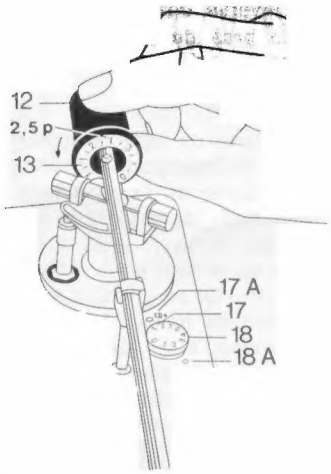

Fig. 6
1.5.4 Einstellen der Auflagekraft (Fig. 6)
Verdrehen Sie nun Ausgleichsgewicht (Fig. 6—12) einschließlich Skala entgegen dem Uhrzeigersinn so, daß der gewünschte Wert der Auflagekraft oben steht. Für das normalerweise mitgelieferte Abtastsystem ELAC STS 155 wird eine Auflagekraft von 2,5 Pond empfohlen.
1.5.5 Antiskating-Abgleich (Fig. 6)
Dieser Effekt wird mit dem Antiskating-Regler (Fig. 6—17/18) kompensiert, wenn er auf den gleichen Wert wie die gewählte Auflagekraft eingestellt wird (also bei 2,5 Pond Auflagekraft Antiskating-Regler auf 2,5 stellen). Für elliptische, bzw. CD 4-Abtastnadeln wird dieser Wert auf der Skala Fig. 6—17 der Marke 17A gegenübergestellt, für konische Nadeln wird der Reglerwert der Skala 18 der Marke 18A gegenübergestellt.
1.5.4 Tracking Force Adjustment (Fig. 6)
Turn the counterbalance (Fig. 6—12) including the front collar counter-clockwise so that the desired tracking force (which determines the pressure of the stylus on the record), is on top. The recommended value for the magnetic stereo cartridge ELAC STS 155 2,5 grams.
1.5.4 Réglage de la force d'appui (Fig. 6)
Cela étant, agir sur l'ensemble contre-poids (Fig. 6—12) avec couronne graduée de manière à amener en sens inverse des aiguilles d'une montre la valeur choisie pour la force d'appui en position haute. La force d'appui recommandé pour le lecteur ELAC STS 155 est de 2,5 g.
1.5.5 Dispositif d'anti-skating (Fig. 6)
Cet effet sera compensé grâce au dispositif d'anti-skating (Fig. 6—17/18) pour autant qu'on le règle sur une valeur identique à celle de la force d'appui (donc, si la force d'appui est de 2,5 g, mettre le dispositif d'anti-skating sur 2,5). Avec des aiguilles elliptiques ou du type CD-4, régler l'échelle (Fig. 6—17) en regard du repère «17A»; pour des aiguilles côniques, placer l'échelle (Fig. 6—18) en regard du repère «18A».